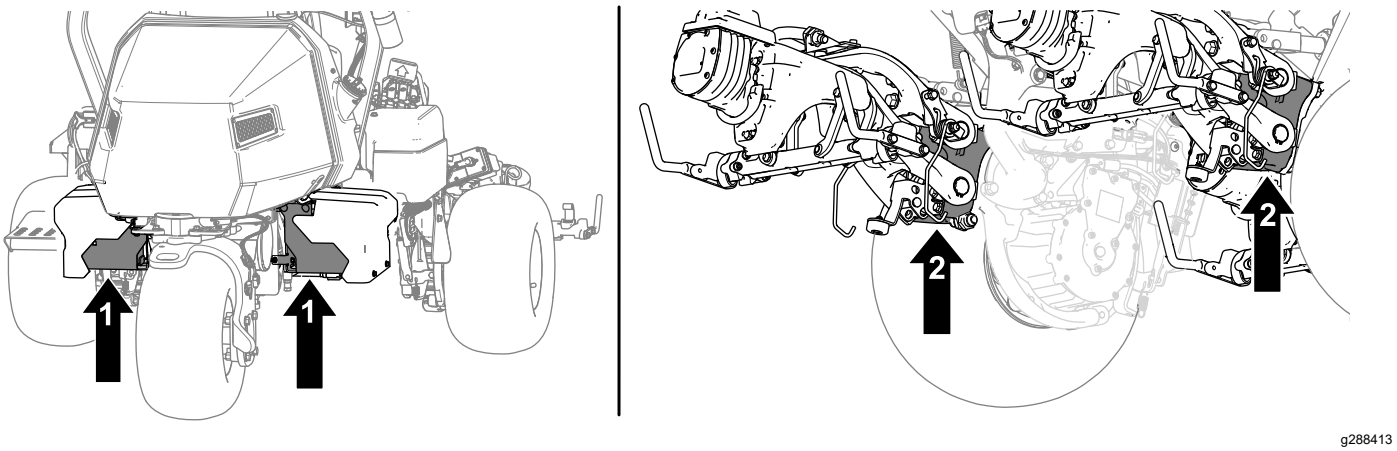

Figur 36
2. Når du har hævet maskinen, skal du bruge passende donkrafte til at understøtte maskinen under følgende områder (Figur 36):